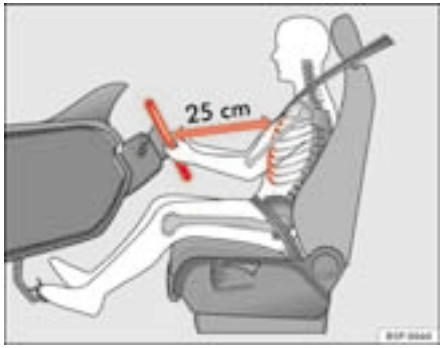

Fig. 128 Proper sitting position for driver
– Adjust the steering wheel in this way until the correct position is set ⇒ fig. 128.
- **Adjust the driver seat or steering wheel so that there is a distance of at least 25 cm between the steering wheel and your breast bone ⇒ page 158, fig. 128. If you fail to observe the minimum distance, the airbag will not protect you. Risk of fatal injury.**